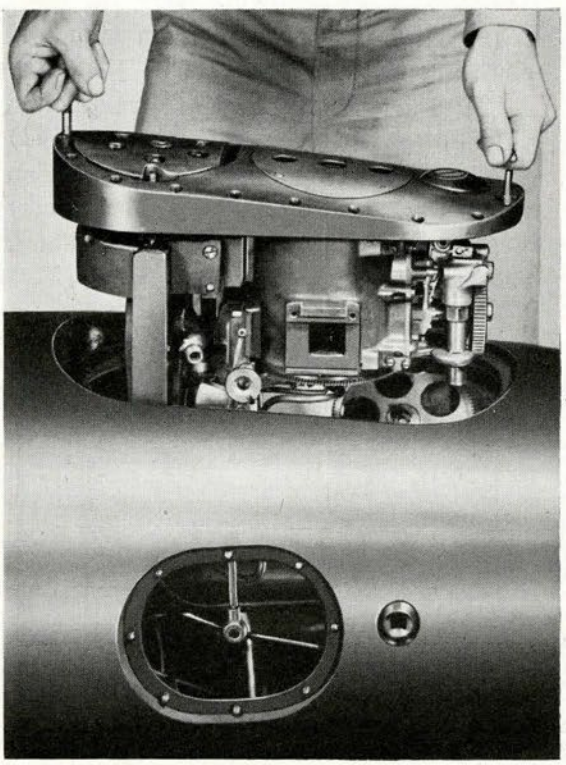

Figure 313
10. Install gyro and depth mechanism in afterbody (Fig. 313). **(200-441)**